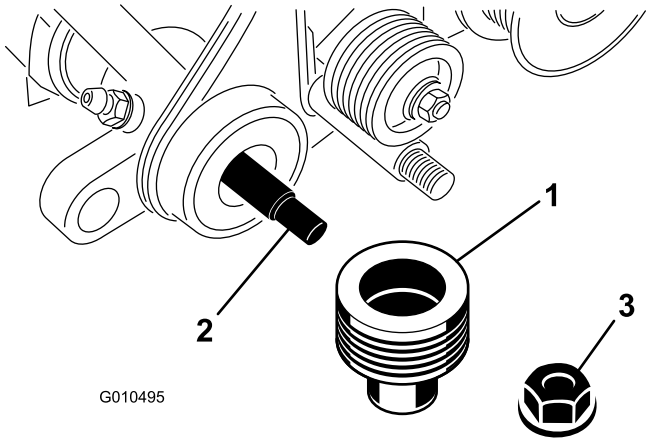

Figura 33
6. Togliete il dado di bloccaggio che fissa la puleggia condotta all'estremità dell'albero grooming e rimuovete la puleggia (Figura 33).